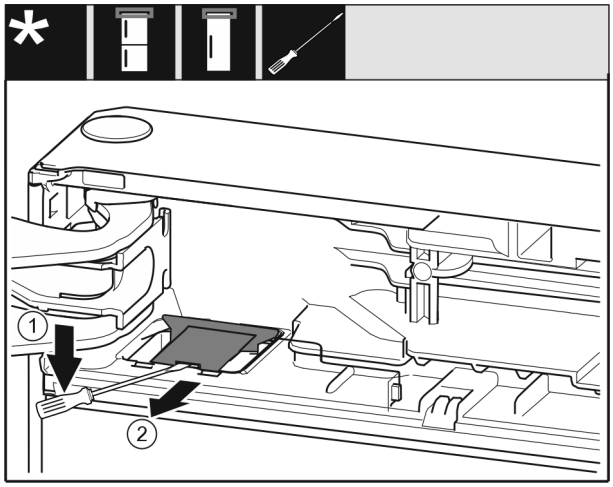

Fig. 10
▶ Mit einem Schlitzschraubendreher die Abdeckung ausrasten und aufheben. *Fig. 10 (1)*
▶ Abdeckung herausnehmen. *Fig. 10 (2)*